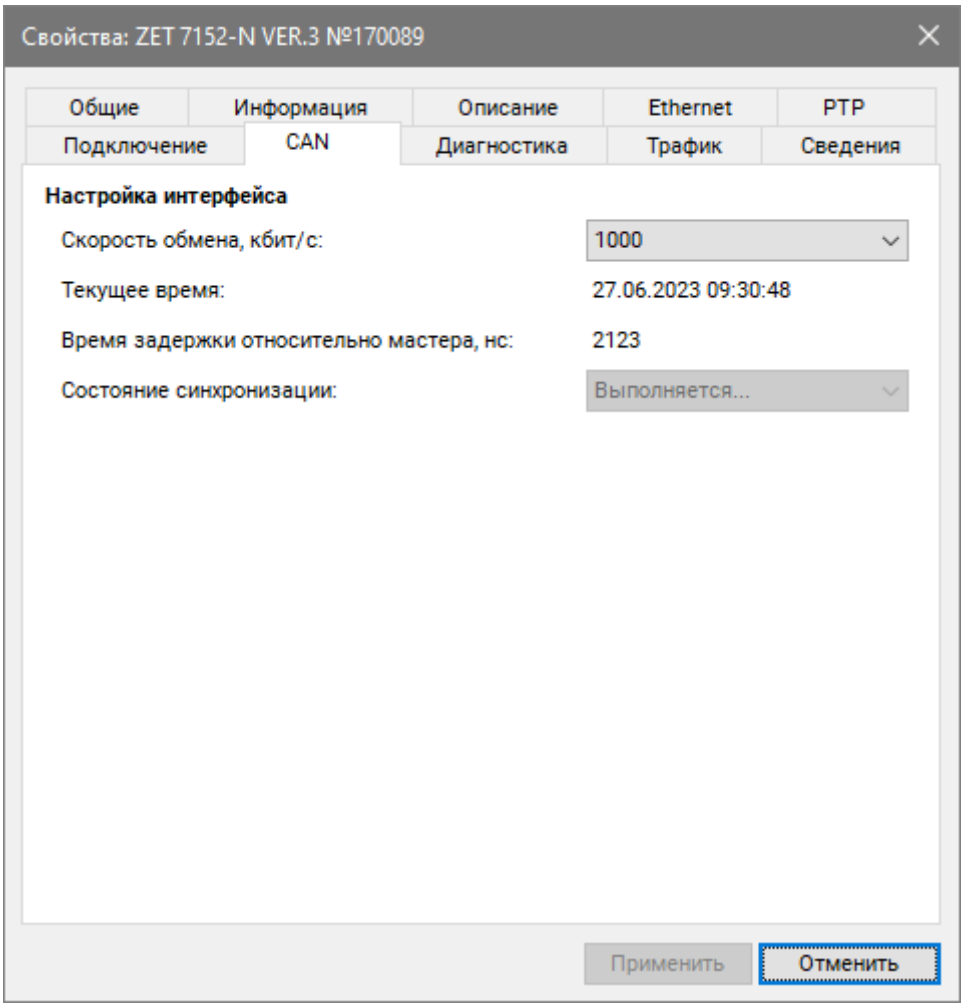

Рис. 5.2 Вкладка «CAN»
- Во вкладке «CAN» в поле «Скорость обмена, кбит/с» следует выбрать значение скорости обмена между преобразователем интерфейса и цифровыми датчиками (*Рис. 5.2*).